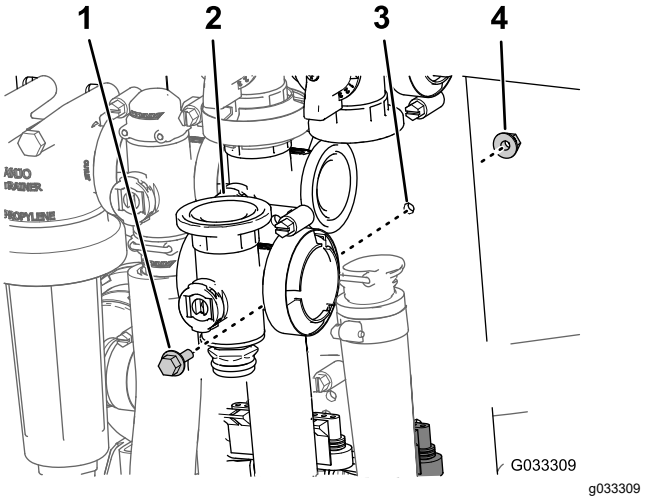

Figuur 72
3. Verwijder de flenskopbout en flensborgmoer waarmee de hoofdklep van de spuitboom is bevestigd aan de klepbevestiging en verwijder de klepverdeler van de machine (Figuur 72).